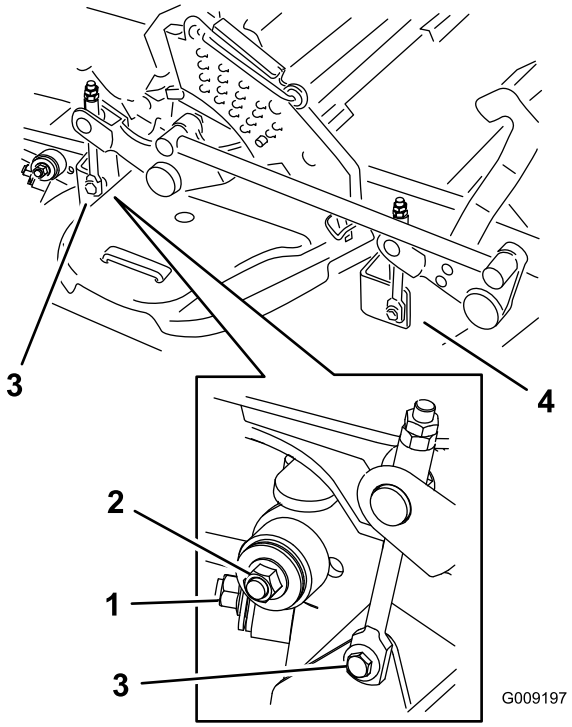

Figur 104
8. Fjern og hold tilbake delene på begge sider av klippeenheten, som vist i Figur 104.